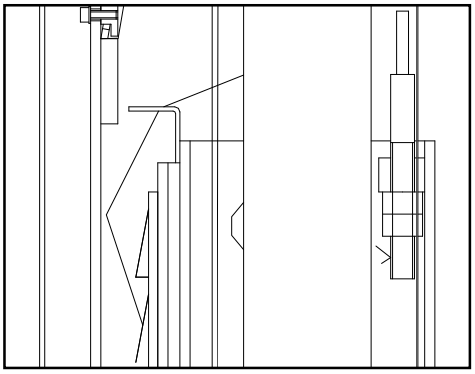

Abb. 14
• Beide Seile während des Hebens und Senkens im Gleichlauf halten (Abb. 14).